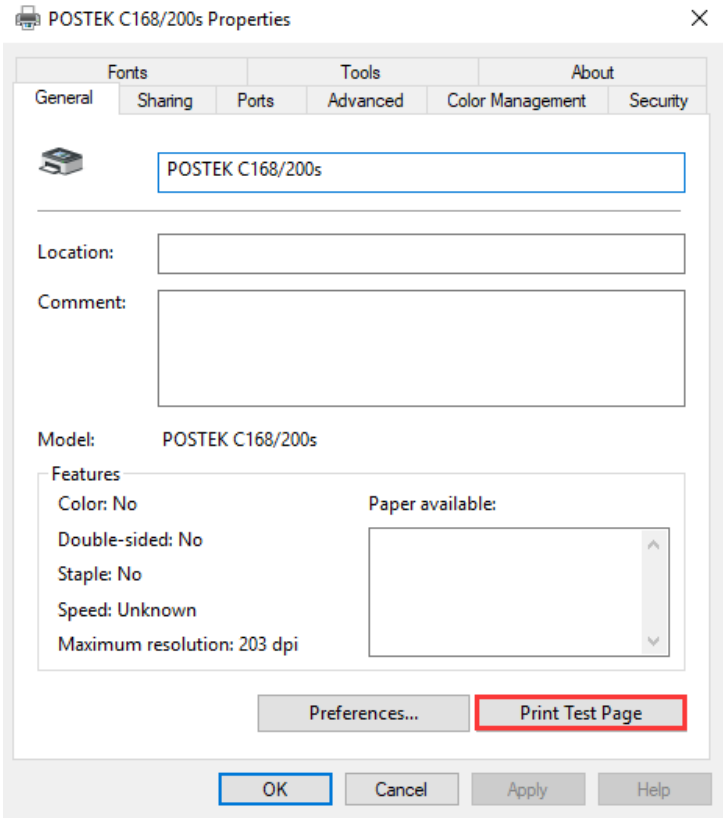

Figure 2-35 Print Test Page
9. Print a test page to see whether the printer is connected properly, as shown in Figure 2-35.